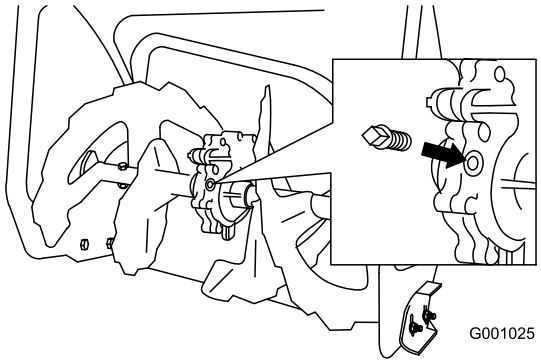

Rysunek 47
2. Wyczyść obszar wokół zatyczki (Rysunek 47).